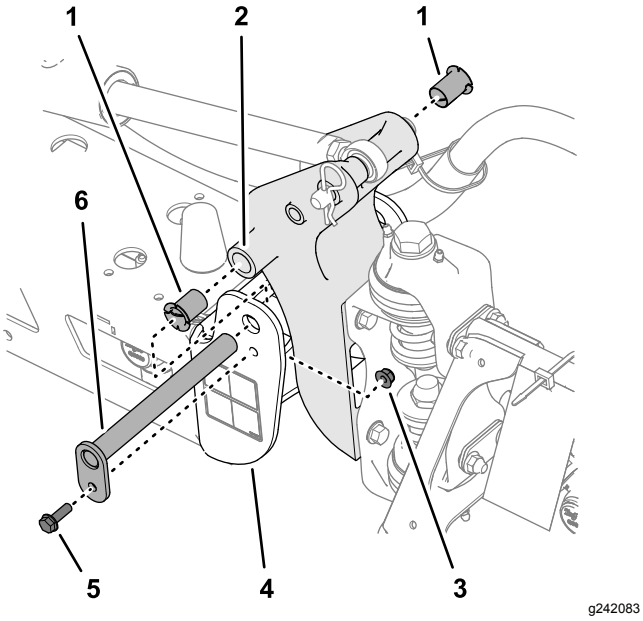

Figur 108
3. Fjern bolten og mutteren som fester svingbolten, og fjern bolten (Figur 108).
5. Fjern og kontroller nylonhylsene fra for- og baksidene på svingbraketten (Figur 108).
6. Smør nylonhylsene med en liten mengde olje, og monter fôringene på svingbraketten (Figur 108).
7. Innrett hullene i svingbraketten med hullene i endekanalen (Figur 108).